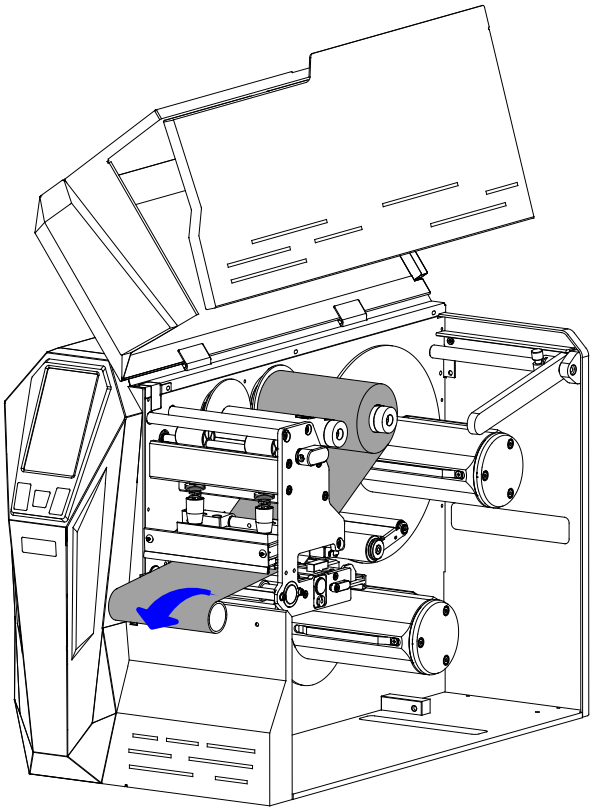

Figure 2-14 Wrap Ribbon on the Core
6. Wrap the ribbon around a spare ribbon core to form a Ribbon Take-up Roll. See Figure 2-14.